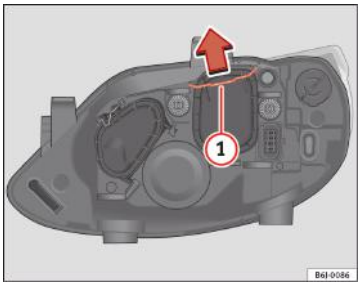

Fig. 161 Farurile fază scurtă
– Deplasați banda de fixare ⇒fig. 161 (1) în direcția indicată de săgeată şi scoateți capacul.